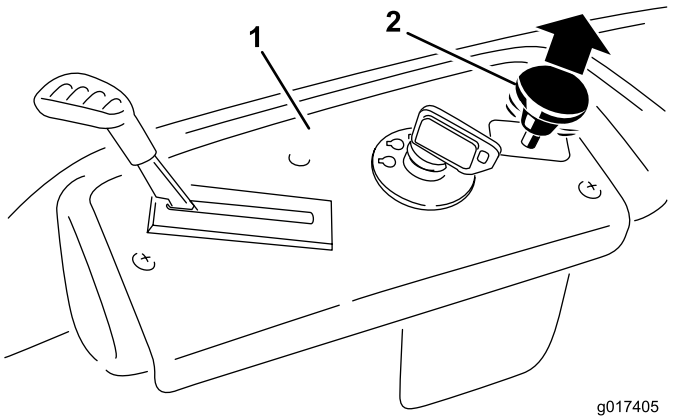

Figur 14
3. Dra knivkontrollbryteren opp for å bevege den til På-stilling, og aktivere knivene (Figur 14).